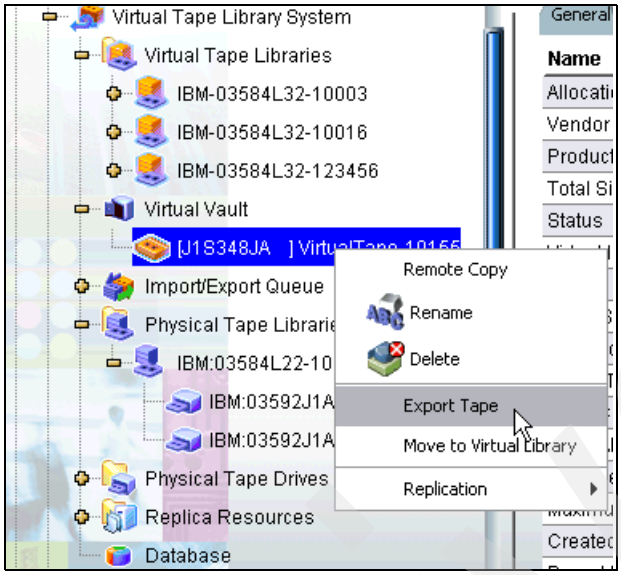

Figure 4-48 Selecting Export Tape
After the import job is finished, you can see the imported volume under the virtual library inventory. As you can see in Figure 4-48, in the left pane, the cartridge that was imported in Direct Access mode has a small letter D on the icon, and in the right pane, the Allocation Type is *Direct Access Tape*.
1. Right-click the virtual volume which you want to export and select **Export Tape** as shown in Figure 4-48.